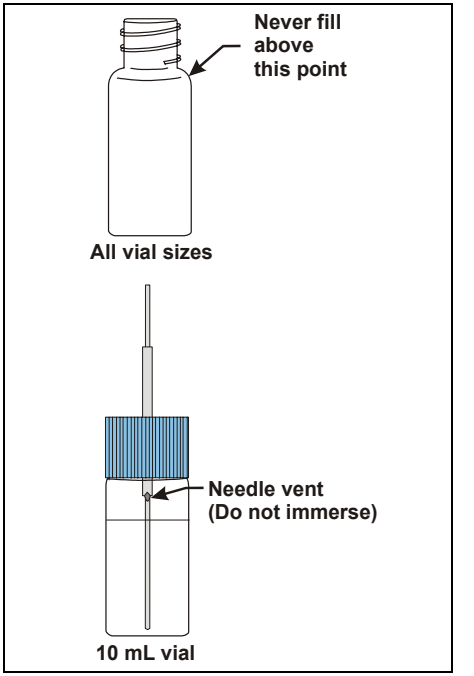

Figure 3-1. Maximum Level to Fill Vials
1. Fill the vials to the vial shoulder or lower (see Figure 3-1). **Do not fill to the top**.